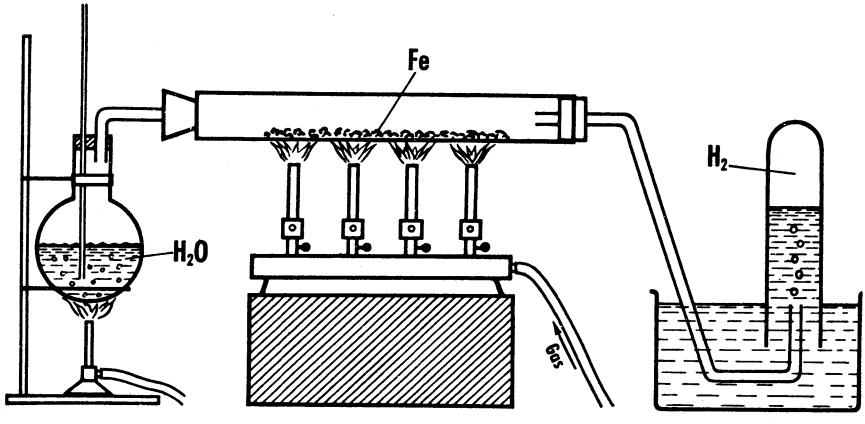

FIG. 63
2) Si se hace pasar vapor de agua sobre hierro calentado al rojo, se produce H, según la reacción (fig. 63):